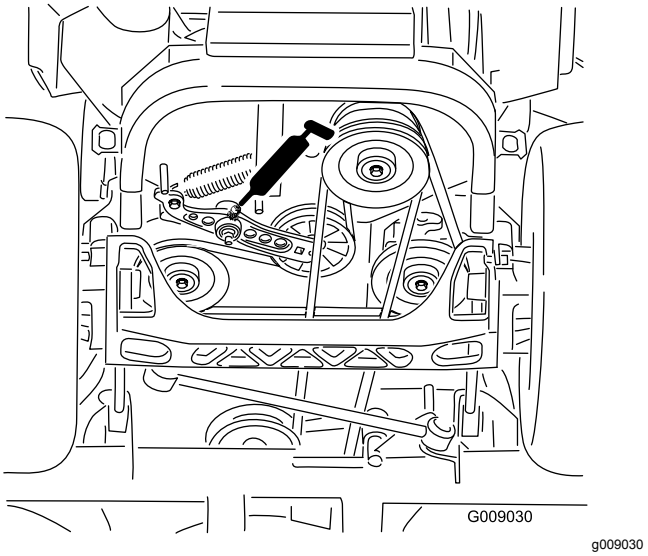

Figur 55
6. Smør lederullarmene for drivremmen (Figur 55).